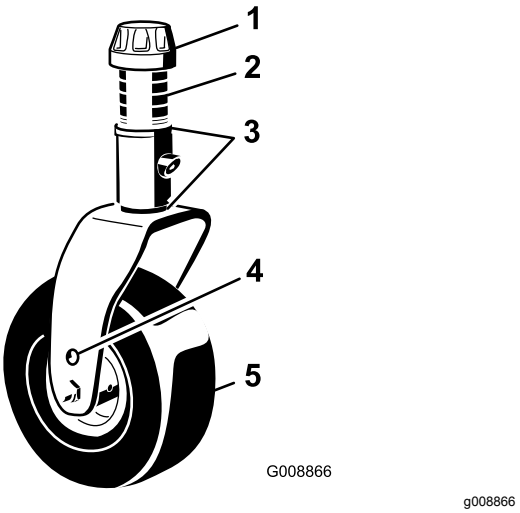

Figur 17
4. Fjern spennhetten fra spindelakselen og før spindelen ut av styrearmen (Figur 17).